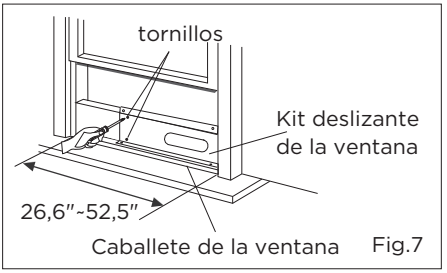

Fig.7
2.Abrir el marco de la ventana y colocar el kit deslizante de la ventana en el caballete de la ventana (Fig.7). Instalar el kit deslizante de la ventana en el caballete de la ventana. Ajustar la longitud del kit deslizante de la ventana según el ancho de la ventana. Atornillar los dos tornillos en el kit deslizante de la ventana. Ver (Fig.7).